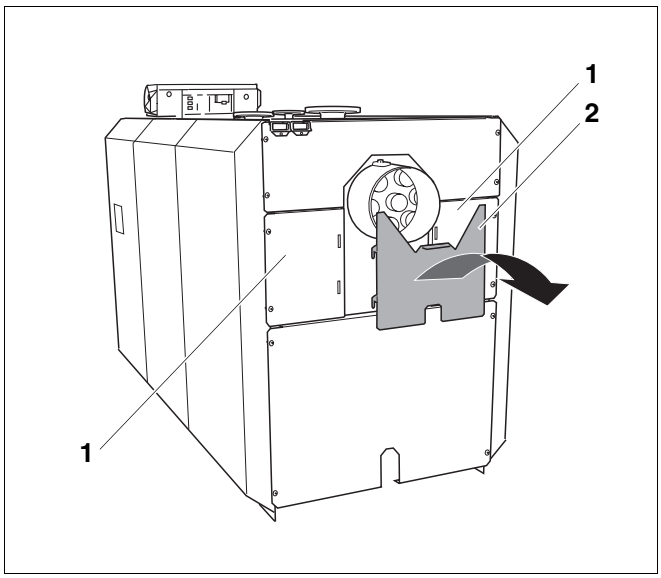
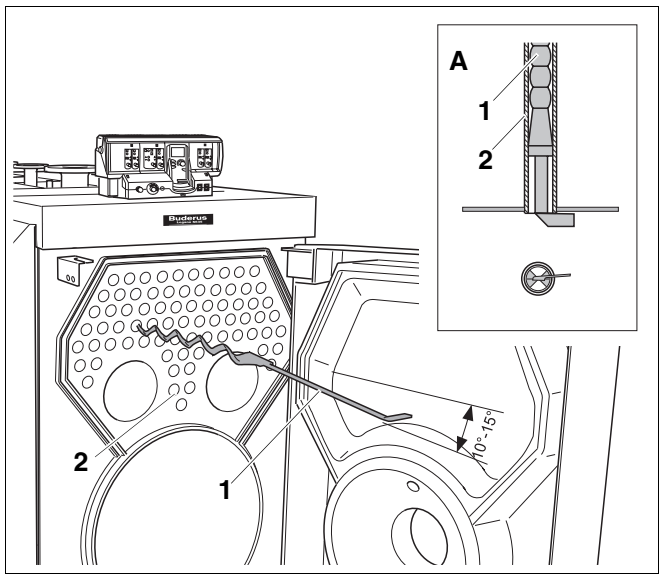

Рис. 52 Демонтаж накладной пластины для задней стенки
Рис. 54 Корректировка предварительного напряжения турбуляторов
- Снять накладную пластину задней стенки (рис. 52, **поз. 2**) по направлению стрелки с левого и правого средних элементов задней стенки (рис. 54, **поз. 1**).
- Проверьте, чтобы стопоры турбуляторов прилегали на фронтальной стенке горизонтально к трубам дополнительных поверхностей нагрева (рис. 54, **вид A**).
- Задвинуть турбуляторы (рис. 54, **поз. 1**) в трубы дополнительных поверхностей нагрева (рис. 54, **поз. 2**).
Если предварительное напряжение турбуляторов (рис. 54, **поз. 1**) недостаточно, то необходимо его скорректировать.
- Вынуть турбулятор (рис. 54, **поз. 1**) на 3/4 его длины из трубы (рис. 54, **поз. 2**).
- Согнуть турбулятор (рис. 54, **поз. 1**) как показано на рис. 54 на 10° – 15°.
- Вновь задвинуть турбулятор (рис. 54, **поз. 1**) в трубу (рис. 54, **поз. 2**).
- Еще раз проверить предварительное напряжение турубулятора (рис. 54, **поз. 1**).